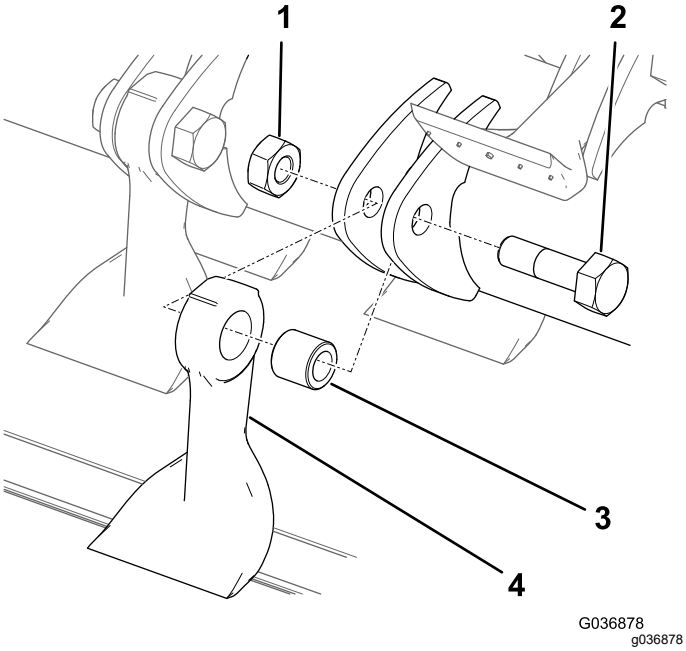

Rysunek 84
7. Trzymając ostrza za pomocą szmatki lub grubej rękawicy odkręć nakrętkę, śrubę, tulejkę i ostrze (Rysunek 84).
9. Zamontuj nowe ostrze i tuleję z nową nakrętką i śrubą (Rysunek 84).